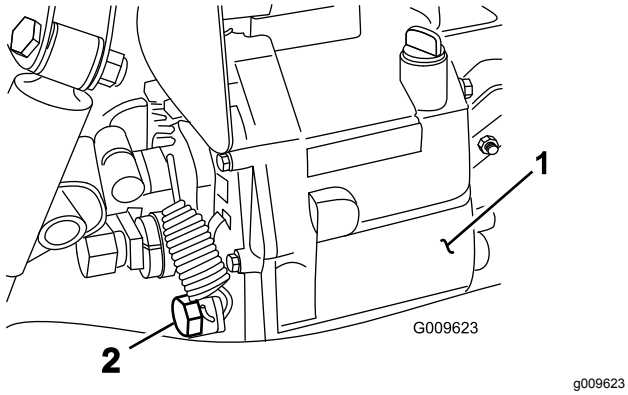

Figur 69
4. Fjern tappepluggen fra siden på tanken og la hydraulikkoljen flyte ned i tappefatet (Figur 69).